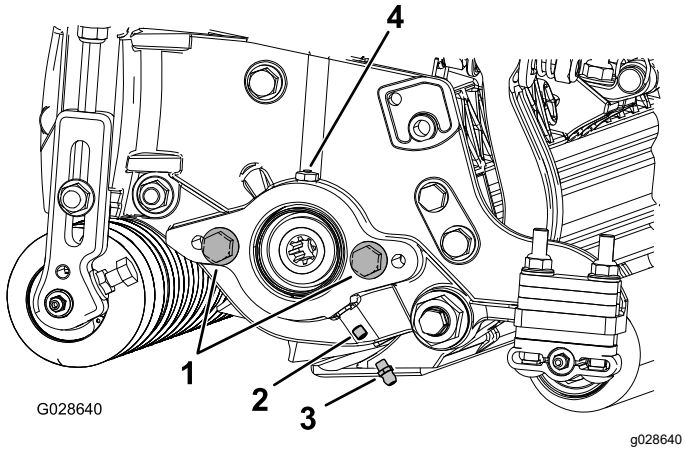

Рисунок 6
1. Выверните и удалите в отходы установочный винт на боковой пластине двигателя барабана (Рисунок 6).
2. Установите прямую масленку (Рисунок 6).
3. Если на боковой пластине двигателя барабана нет колпачковых винтов, установите их (Рисунок 6).
5. Установите двигатель барабана и заправьте консистентной смазкой масленку боковой пластины, пока излишки консистентной смазки не выйдут из выпускного отверстия (Рисунок 6).